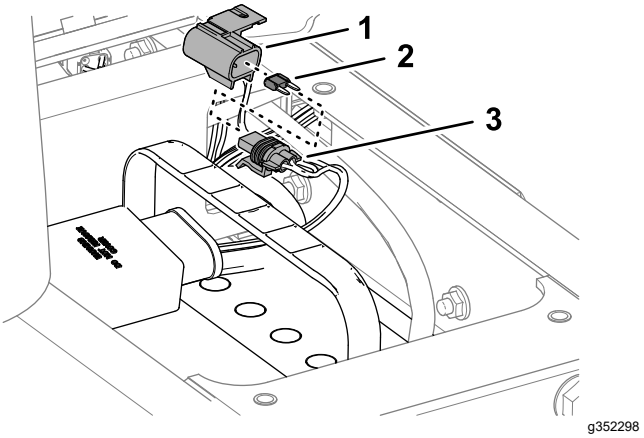

Figur 69
2. Fjern dækslet fra den indbyggede sikringsholder (Figur 69).